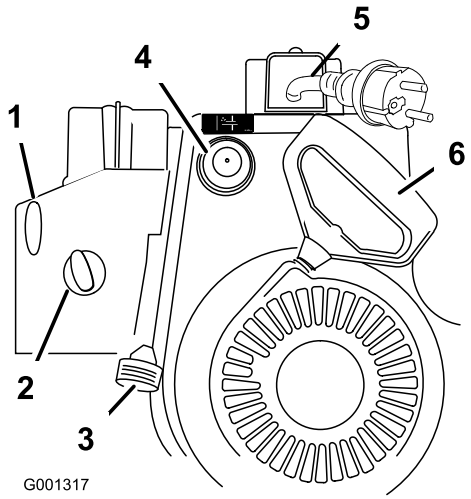

Figur 14
7. Starta snöslungan med startsnöret eller med den elektriska startmotorn (Figur 14).